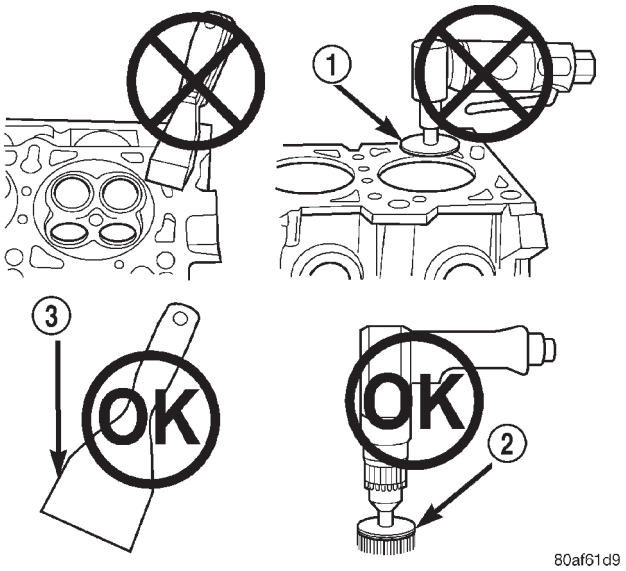

Abb. 1 Ordnungsgemäßer Werkzeugeinsatz für die Oberflächenvorbereitung
- Mit hoher Drehzahl laufendes Elektrowerkzeug, das mit einem Schleifaufsatz oder einer Drahtbürste versehen ist (Abb. 1)
- Schaber aus Kunststoff oder Holz (Abb. 1)
- Bohrmaschine mit 3M Roloc™ Bristle Disc (Bürstscheibe) (weiß oder gelb) (Abb. 1)